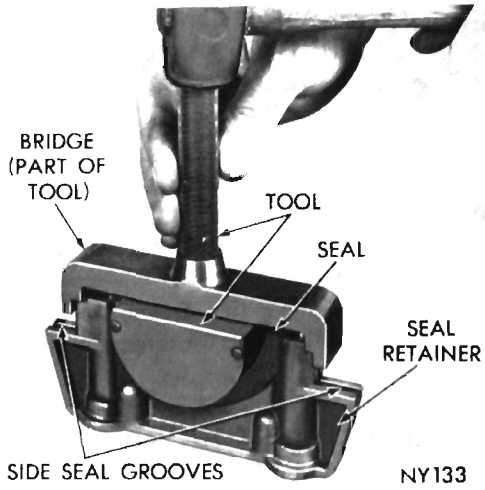
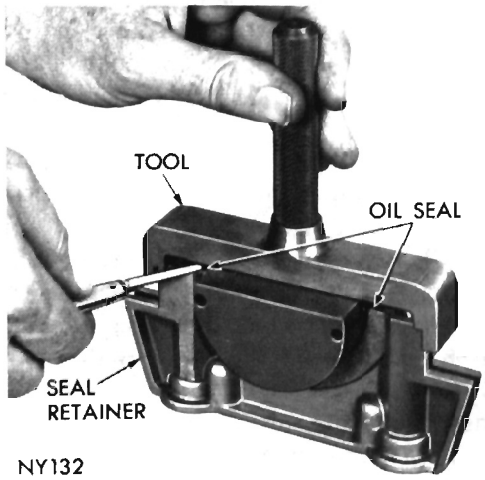

Fig. 46—Installing Rear Main Bearing Oil Seal
Fig. 47—Trimming Lower Rear Main Bearing Oil Seal
(1) Install a new seal in seal retainer so that ends protrude (Fig. 46).
(2) Install the bridge on the tool and tap seal down into position until tool is seated.
(3) Trim off portion of seal that protrudes above cap (Fig. 47).
(4) Install two side seals in grooves in seal retainer.
(5) When installing seal retainer, tighten screws to 30 foot-pounds.